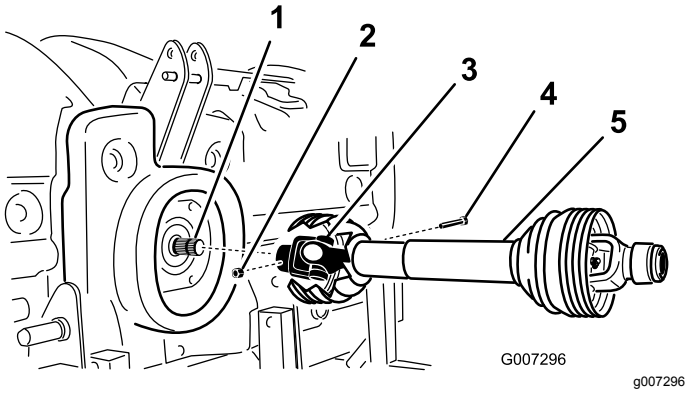

**Figur 11**
2. Anslut kraftuttagsaxeln till växellådans ingångsaxel med en bult på ½ x 3,00 tum och en mutter på ½ tum (Figur 11).